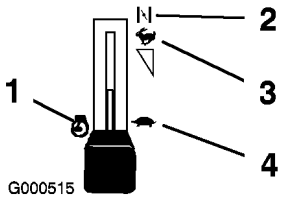

Figure 8
3. Placez la manette d'accélérateur en position Starter pour démarrer à froid (Figure 8).
5. Lorsque le moteur a démarré, amenez progressivement la manette d'accélérateur en position de Haut régime (Figure 8). Si le
1. Placez la manette d'accélérateur en position de Régime maximum (Figure 8).